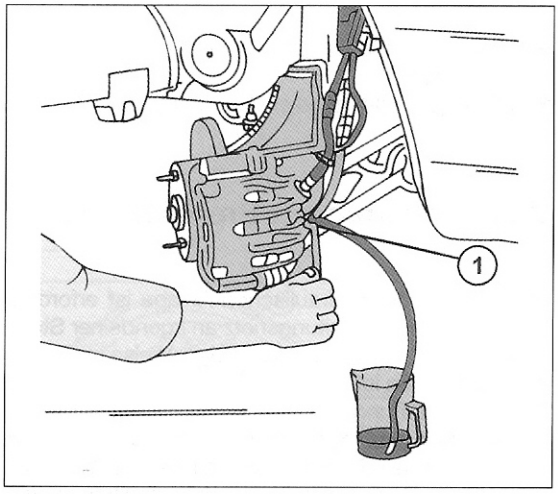

Bild 309
- Gleiche Arbeiten am zweiten Radbremszylinder und danach an den Vorderradbremsen durchführen. Bei diesen Bremsen an der oberen Entlüftungsschraube anfangen (vorn rechts) und danach die linke Seite entlüften. Bild 309 zeigt, wie ein vorderer Bremssattel entlüftet wird.